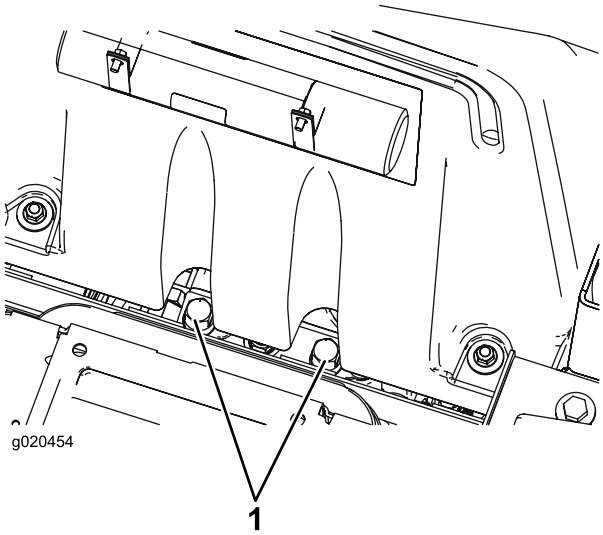

図 33
1. 運転席を倒す。バイパスバルブは燃料タンク前部の下にある図 33。